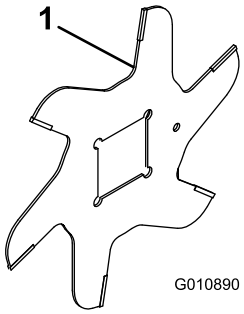

Figure 18
1. Montez une lame de cylindre (Figure 18).
4. Montez la lame suivante dans le sens horaire de sorte que le trou de référence (Figure 18) soit décalé d'un méplat de l'arbre par rapport au trou de la première lame.